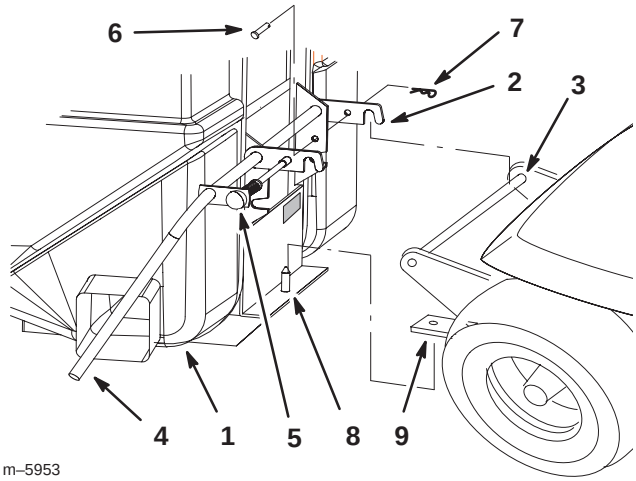

Figure 11
4. Place the quick hitch hooks, on the collector, over the quick hitch round bar (Fig. 11).
5. Pull the hitch lever up. This will raise the hopper and engage the collector pin into the hitch extension (Fig. 11).
6. Pull locking pin out to allow the collector to be raised into full upright position (Fig. 11).
7. When the collector is in upright position, release the locking pin and lock collector in position (Fig. 11).
8. Secure left side hitch hook with a clevis pin (3/8 x 1–1/2 in.) and a hairpin cotter (Fig. 11).